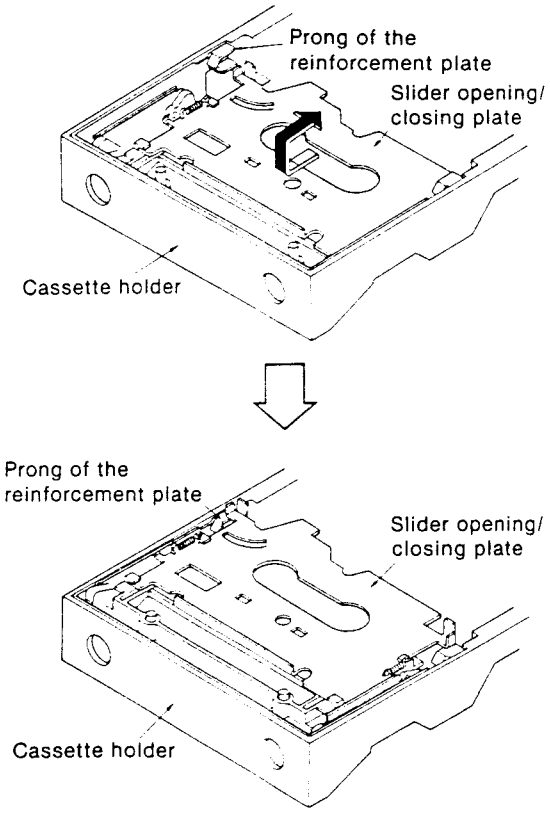

Fig. 1
(2) Open the cassette holder.
(3) Move the slider opening/closing plate of the removed loading unit in the direction indicated by the arrow in Fig. 1, and hook it above the prong of the reinforcement plate.